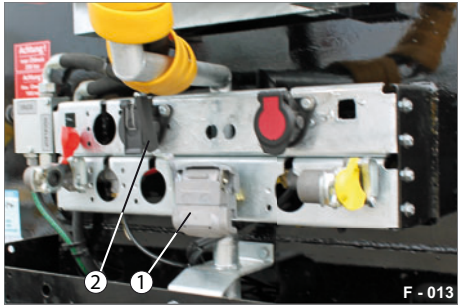
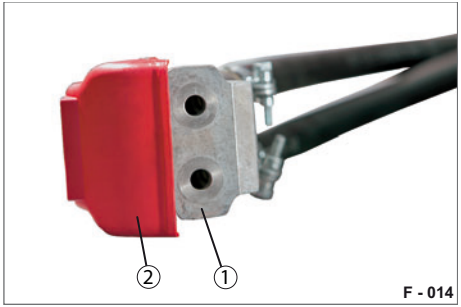

Abb. 20 Duo-Matic, angekuppelt
Abb. 21 Duo-Matic, abgekuppelt
- ▶ Drücken Sie den Handgriff (Abb. 20/2) der Duo-Matic Schnellkupplungsdose am Anhänger nach unten und schieben Sie den Kupplungskopf (Abb. 21/1) unter die geöffneten Schutzdeckel.
- ▶ Ziehen Sie den Handgriff (Abb. 20/2) der Duo-Matic Schnellkupplungsdose nach oben und ziehen Sie den Kupplungskopf (Abb. 21/1) unter dem Schutzdeckel hervor.
- ▶ Drücken Sie den Handgriff (Abb. 20/2) der Duo-Matic Schnellkupplungsdose nach unten und schieben Sie den Kupplungskopf (Abb. 21/1) unter die geöffneten Schutzdeckel.